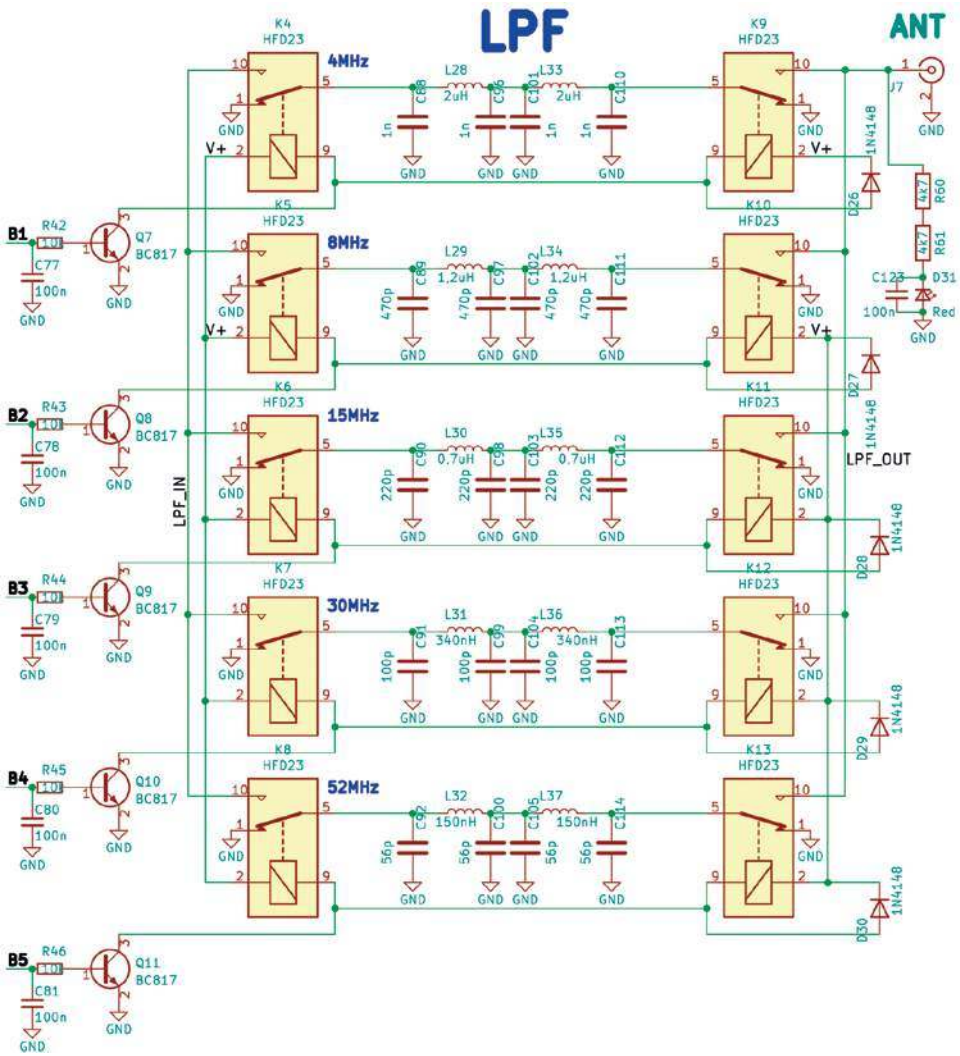

Rys. 5. Schemat bloku filtrów dolnoprzepustowych
- wzmacniacz mocy (**rysunek 3**) oraz filtry wyjściowe (**rysunek 5**)